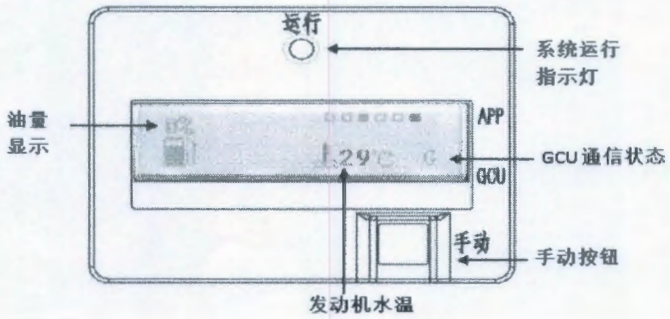

图 9　PDA 面板说明
5.2.1 PDA 显示功能：如下图 9 所示，PDA 面板上带有运行指示灯（绿灯点亮表示增程器系统运行）。液晶显示区域显示发动机的工作温度、剩余油量、增程器故障码、发动机 OBD 故障状态、GCU 通信状态。